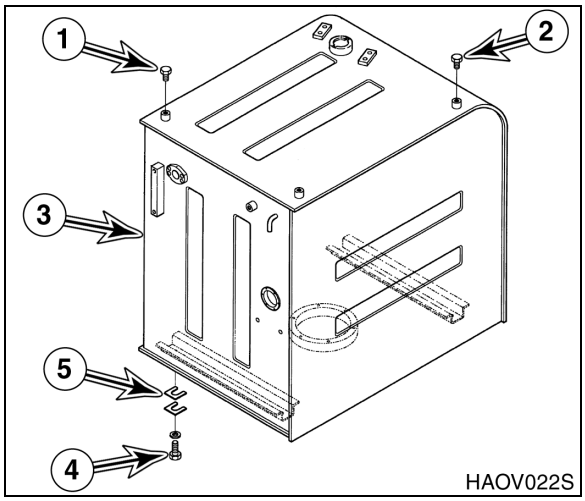

Figure 11
17. Install two 12 mm eye bolts in threaded holes at that bolts (1 and 2, Figure 11) come out of. Using a suitable lifting device, sling eye bolts.
18. Remove four bolts and washers (4, Figure 11) holding tank (3) to frame. Lift tank 25 mm (1") and make sure it is balanced. Make sure that there are no other electrical wires or hoses connected to tank. Completely remove tank after inspection.
19. Remove shims (5, Figure 11).